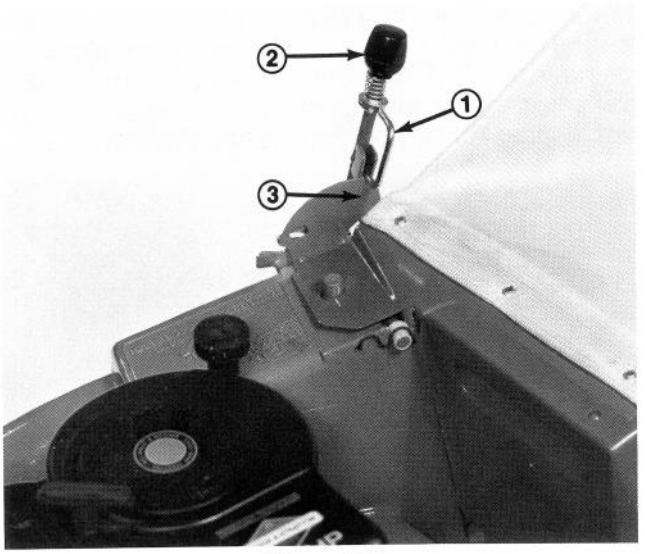

Figure 17
4. Squeeze lockout lever until it disengages the bag catch. Then move handle backward until it locks in notch at rear of bag latch (Fig. 17). The chute door in mower housing is now open, and mower is ready to bag grass.